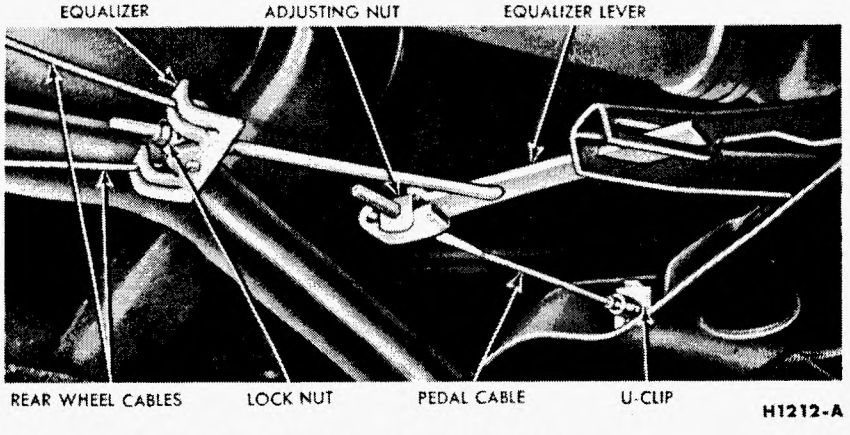

FIG. 38—Galaxie Parking Brake Linkage
2. Turn the lock nut forward against the equalizer until the rear wheel cables are just tight enough to remove the slack (Fig. 38). **Excessive tightening may pull the brake shoes off their anchors.** The drums must rotate freely.
4. Check the cable between the equalizer lever and the parking brake control pedal. If the cable is loose, turn the adjusting nut forward far enough to remove the slack in the cable without moving the equalizer lever (Fig. 38).